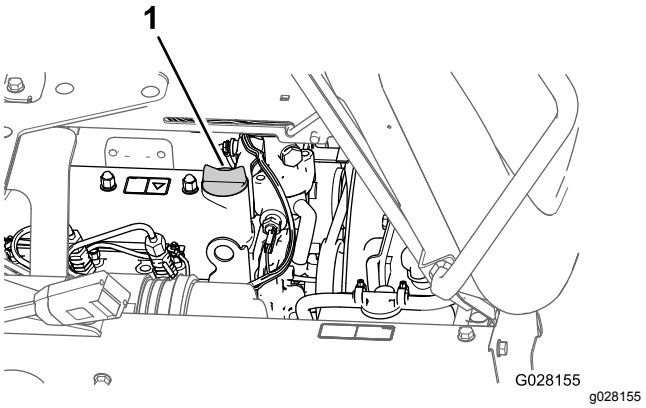

Figur 70
3. Om oljenivån är låg tar du bort påfyllningslocket från ventilkåpan (Figur 70) och fyller på med olja i påfyllningsröret tills nivån når upp till markeringen Full på oljestickan.